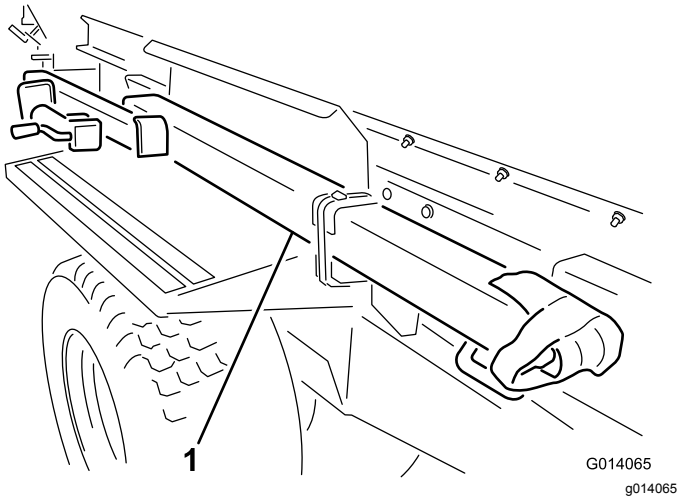

Figur 3
3. Ta festet ut av forsendelsesstilling ved å kutte begge remmene som fester festet til skjermen (Figur 3). Ta av begge monteringsbrakettene fra skjermen og kast dem.